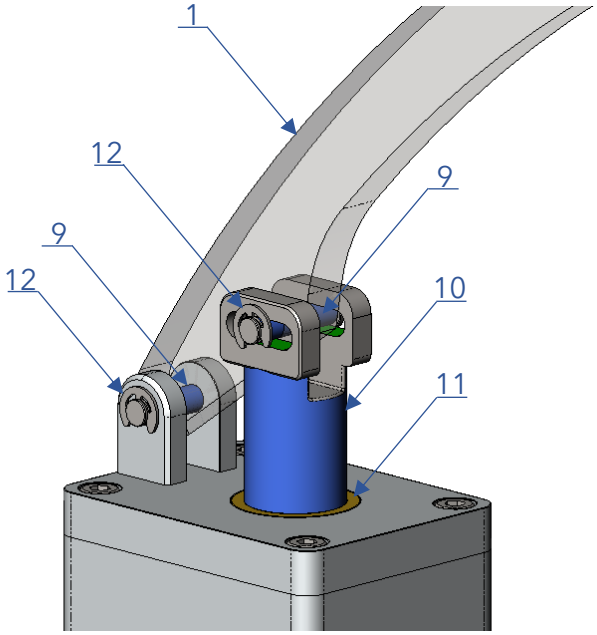

Рисунок 3 – Поверхности насоса, подлежащие смазке:
Признаки повышенного трения в подвижных узлах (см. рис. 3):
при отсоединении рукояти ① (рис. 3) от штока ⑩ нельзя вращать шток против часовой стрелки: это может привести к постепенным ухудшениям характеристик Помпы!